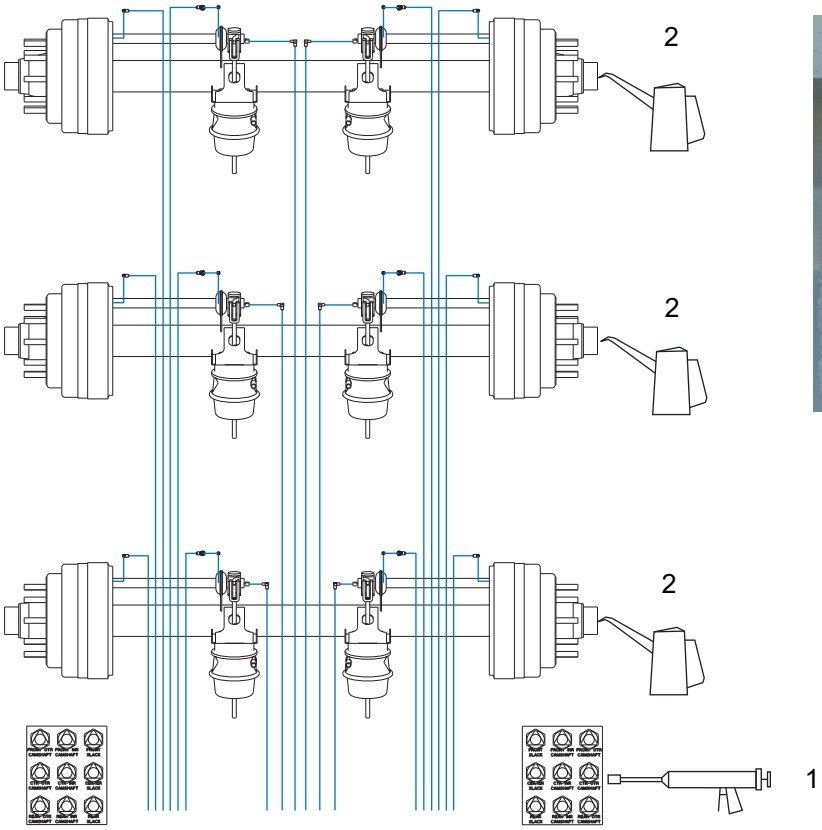

Figure 4-1: Lubrication Points
See Figure 4-1 **and** ***See Figure 4-1*** detail lubrication points and intervals, method of application, and lubricant required, and illustrate the location of each part to be lubricated. During inspections of the trailer, if lubricants are found to be fouled with dirt or sand, those parts should be cleaned with paint thinner, dried, and relubricated immediately. Dirt in a lubricant forms an abrasive compound that will wear parts rapidly.
1. There are two areas of the Bottom Dump Semitrailer that need lubrication - the axles and axle components and the rocking fifth wheel plate. ***See Figure 4-1*** for lubrication points.